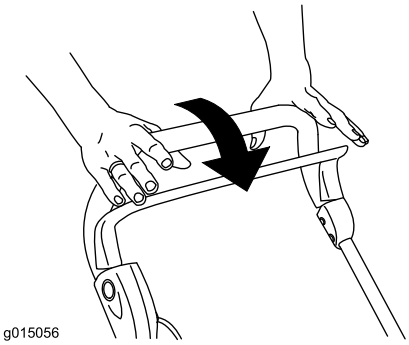

Figur 12
1. Slipp kontrollbøylen (Figur 12).